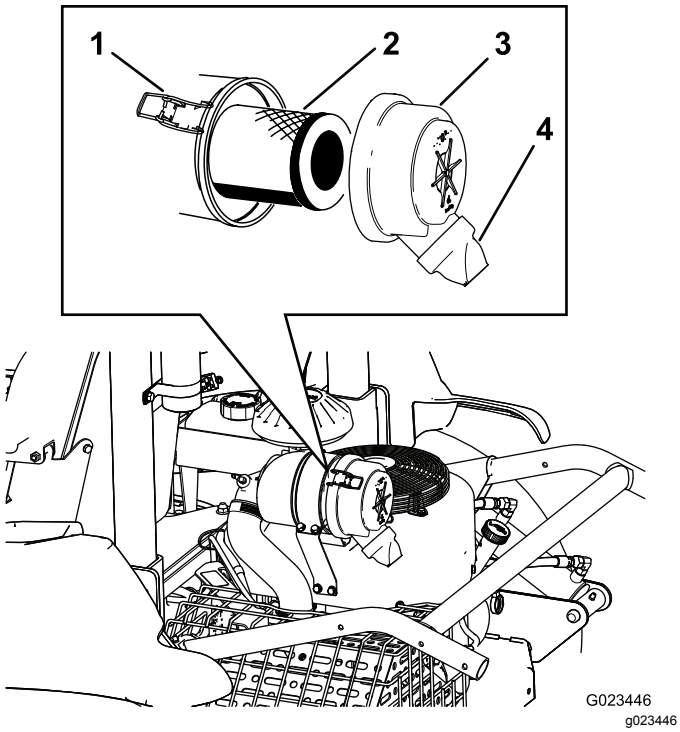

Figur 42
2. Lossa spärrhakarna som fäster luftrenarkåpan på luftrenarhuset (Figur 42).